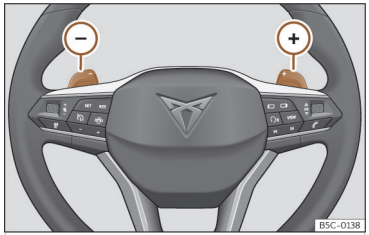

Abb. 116 Lenkrad: die Hebel für Automatikgetriebe.
- Tippen Sie die Schaltwippe ⊕, um einen Gang hochzuschalten ››› **(Abb. 116)**.